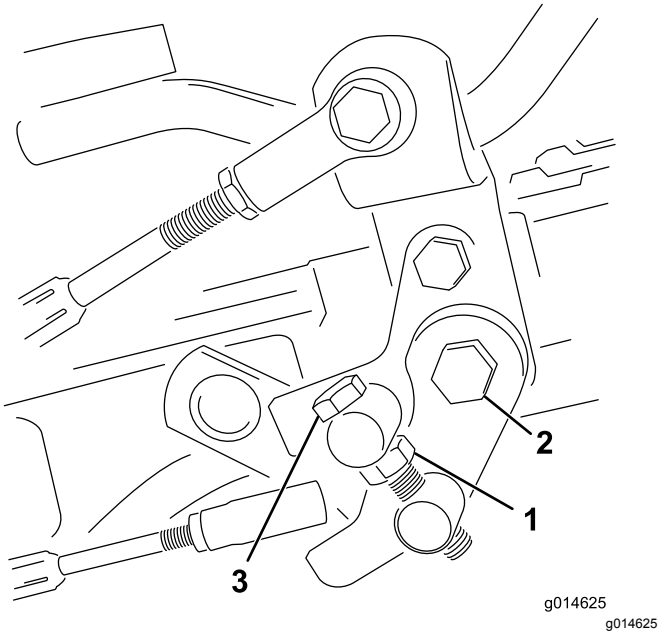

Figuur 34
1. Draai de contramoer op de draaitapbout los (Figuur 34).
4. Draai de contramoer op de draaitapbout en de moer op het scharnierpunt van het pedaal vast om de afstelling te vergrendelen (Figuur 34). Controleer de afstelling en stel nogmaals af indien dit nodig is.